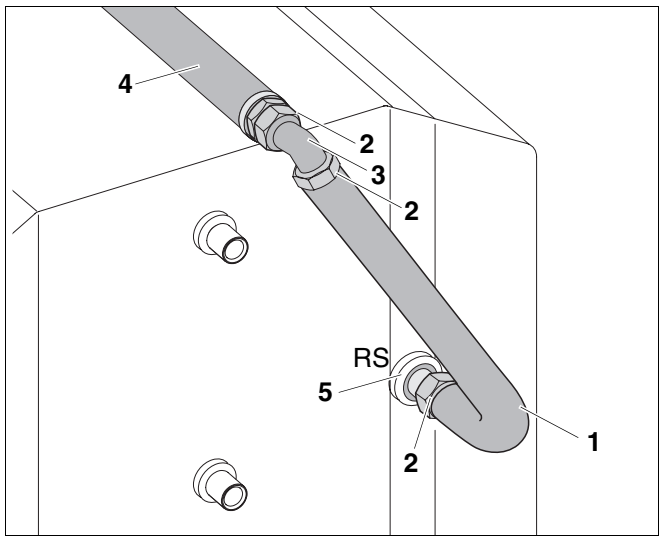

Rys. 10 Montaż złącza rurowego na powrocie zasobnikowego podgrzewacza c.w.u.
- Włożyć uszczelkę (rys. 10, **poz. 2**) do nakrętki złączkowej zamontowanej rury przyłączeniowej powrotu (RS) (rys. 10, **poz. 4**) i skręcić złączkę kątową G 1 (rys. 10, **poz. 3**) z rurą przyłączeniową powrotu (RS).
- Włożyć uszczelkę (rys. 10, **poz. 2**) do nakrętki złączkowej na dłuższym ramieniu zagiętej rury przyłączeniowej powrotu (RS) (rys. 10, **poz. 1**) i skręcić ze złączką kątową (rys. 10, **poz. 3**).
- Włożyć uszczelkę (rys. 10, **poz. 2**) do nakrętki złączkowej na krótszym ramieniu zagiętej rury przyłączeniowej powrotu (RS) (rys. 10, **poz. 1**) i przykręcić rurę przyłączeniową powrotu (RS) do powrotu zasobnika.